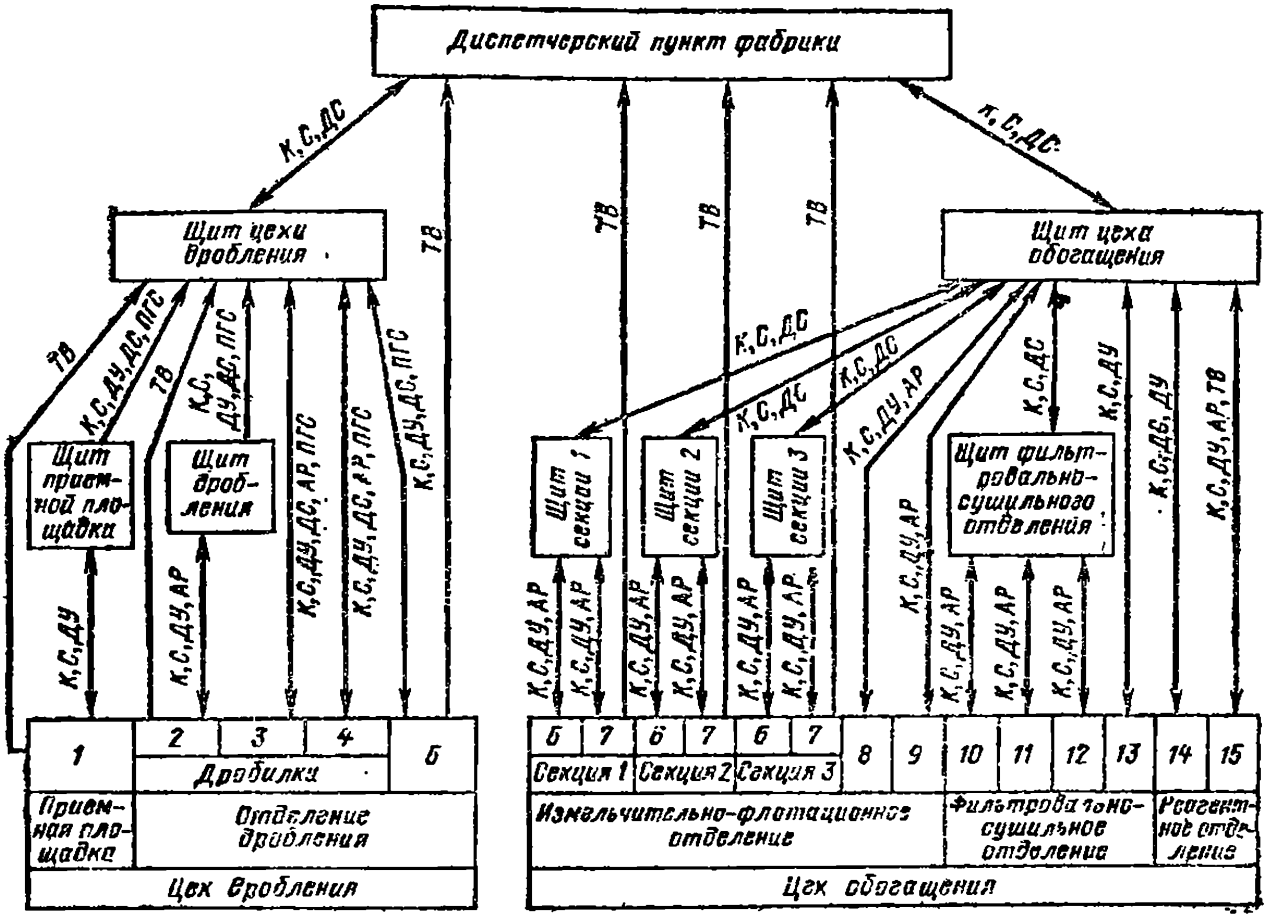

Рис. 4.4. Коиструктивиая схема комплексов технических средств АСУ ТП обогатительной фабрики:
4.1. Какие задачи решает щит фильтровальио-сушильиого отделения (рис. 4.4)?
4.2. Какие задачи, обозиачениые иа линиях связи щита фильтровально-сушильного отделения (рис. 4.4), имеют направление действия в сторону технологического оборудования и какие — от технологического оборудования в сторону щита?
4.3. С какого щита (рис. 4.4) идет управление технологическим процессом реагентного отделения, какие задачи решаются при этом, каково направление их действия?